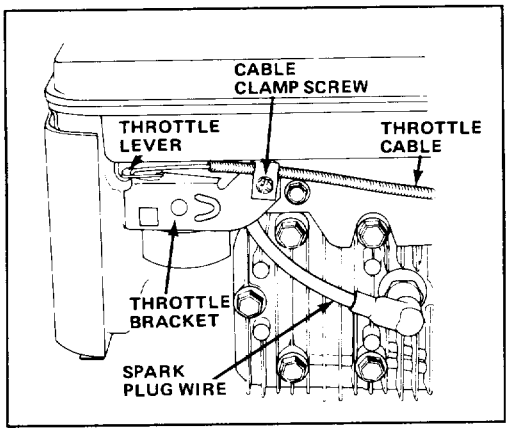
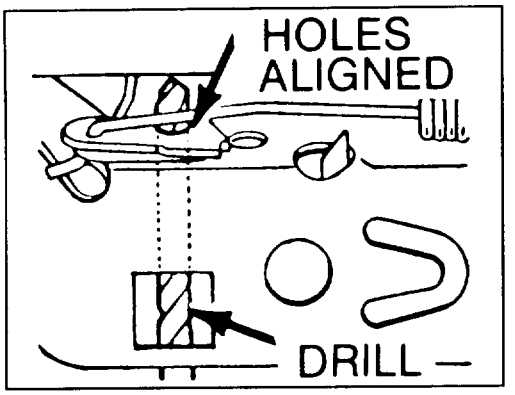

Figure 16
Figure 17
2. Push spark plug wire onto spark plug (Fig. 17).
3. Loosen cable clamp screw until throttle cable slides (Fig. 16). Align holes in throttle lever and throttle bracket using a .12" (3 mm) dia. pin or a 1/8" dia. drill (Fig. 17). Tighten cable clamp screw to lock adjustment in place.